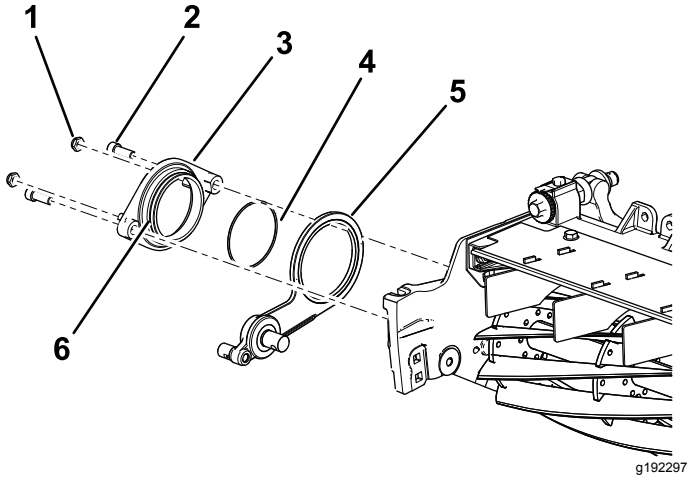

Figur 9
3. Stryk på monteringssmörjmedel längs svängnavets yttre diameter (Figur 9).
4. Fäst svängnavet över mellanremskivenheten på cylindern med två sexkantsskruvar (3/8 x 3/4 tum) (Figur 9).
5. Montera två låsmuttrar löst på svängnavet (Figur 9).